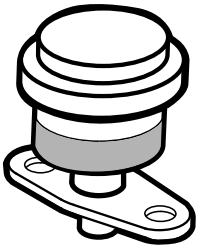

Figur 34
Overhal primærfilteret på luftrenseren kun når indikatoren (Figur 34) tilsier det. Hvis du skifter filteret før det er nødvendig, øker det bare risikoen for at det kommer inn smuss i motoren når filteret er fjernet.
1. Sjekk filterblokkeringsindikatoren. Hvis indikatoren er rød, skift ut luftfilteret (Figur 34).